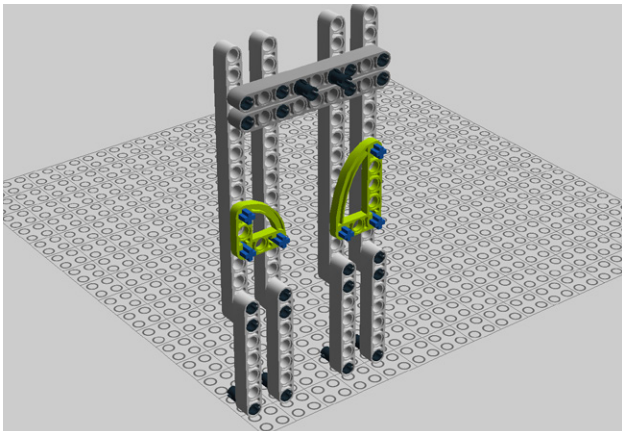

Figure 5-30. *Step 23: Attaching the halfbeam curves*
23. Add these halfbeam curves for added support (see Figure 5-30).